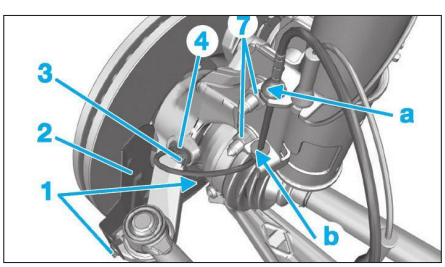

**Fig. 22**
- les vis (1) **(Fig.22)**,
- la vis (6).
• Déposer les 2 vis (7) **(Fig.22)**.